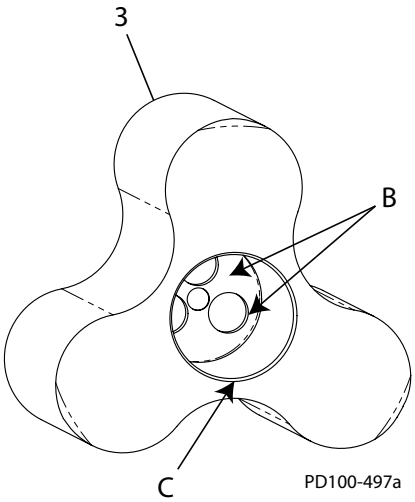

Figura 55 - Particolare del rotore
1. Il foro dell'albero dei rotori (Figura 55, articolo 3) deve essere pulito e privo di sbavature e detriti (Figura 55, articolo B). La smussatura del bordo (articolo C) deve essere priva di sbavature per evitare di danneggiare gli o-ring.